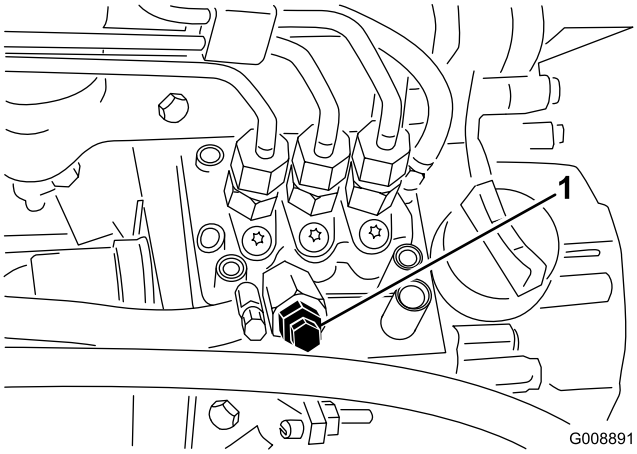

Figur 26
3. Åbn udluftningsskruen på brændstofindsprøjtningspumpen (Figur 26).